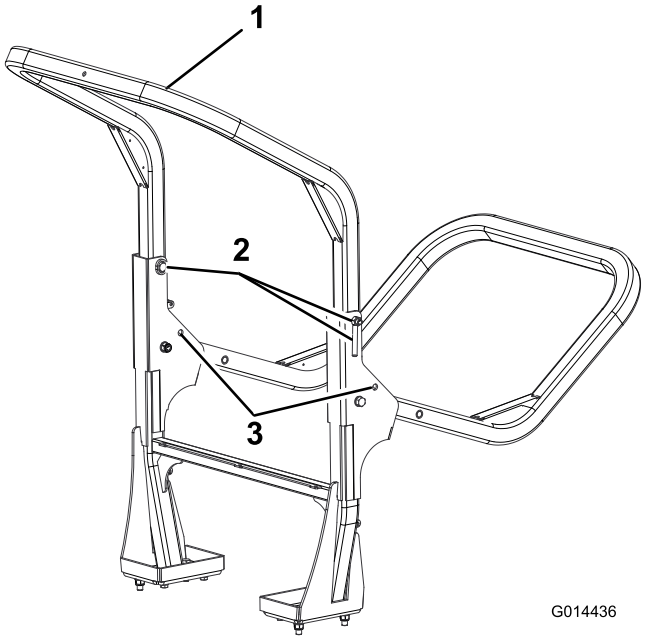

Rysunek 46
2. Podeprzyj masę górnej ramy w trakcie wyciągania nakrętek radełkowanych, podkładek i śrub zabezpieczających ze wsporników obrotowych (Rysunek 46).